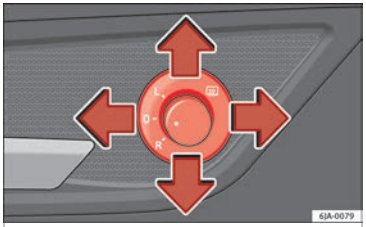

Fig. 57 Door interior: adjuster knob.
– Turn the knob to position ››› Fig. 57.
– Turn the knob to position L ››› Fig. 57. The mirror movements are the same as those of the knob.
– Turn the knob to position R ››› Fig. 57. The mirror movements are the same as those of the knob.